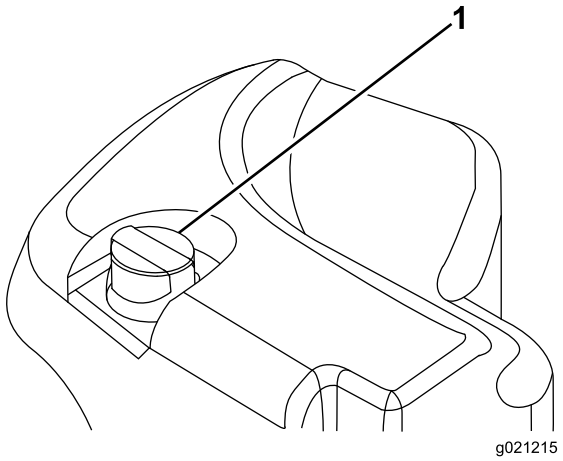

Figur 34
2. Rengør området omkring påfyldningsstudsen og hydrauliktankens dæksel (Figur 34).